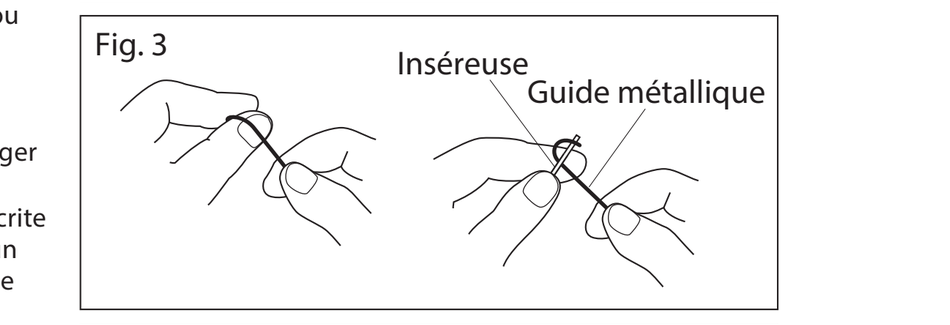

Fig. 2
4. Assurez-vous que l'adaptateur de bouchon n'est pas desserré. Injectez une solution saline héparinée dans l'embout du guide métallique à l'aide d'une seringue à fermeture Luer Lock de 2.5 mL (Fig. 2). Afin d'amorcer suffisamment le cathéter, injectez lentement au moins 1 mL de la solution dans le cathéter jusqu'à ce que plus de 10 gouttes de la solution sortent de son extrémité. Afin de maintenir le pouvoir lubrifiant de la surface, immergez le cathéter et le guide métallique dans un bain de solution saline héparinée ou replacez-le dans le support du cathéter rempli avec une solution saline héparinée.
6. Lorsque l'on donne forme à ce cathéter par la vapeur, insérez le mandrin de mise en forme fourni dans l'extrémité distale du cathéter et modelez-le doucement pour obtenir l'angle désiré. Ensuite, exposez l'extrémité à la vapeur pendant environ 10 secondes (Fig.2). Vérifiez la forme obtenue après avoir retiré le mandrin de mise en forme.